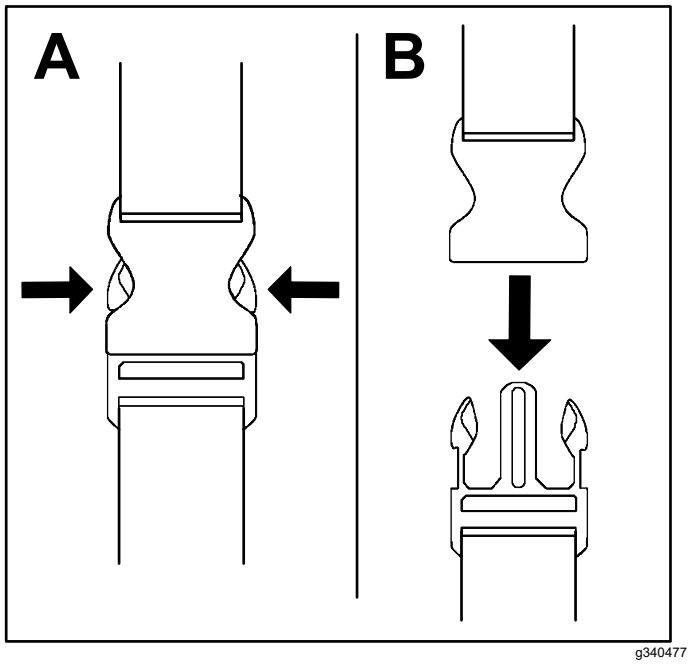

Figura 5
1. Presione hacia dentro los lados de la hebilla (Figura 5, A).
2. Deje que se desconecte la hebilla (Figura 5, B).